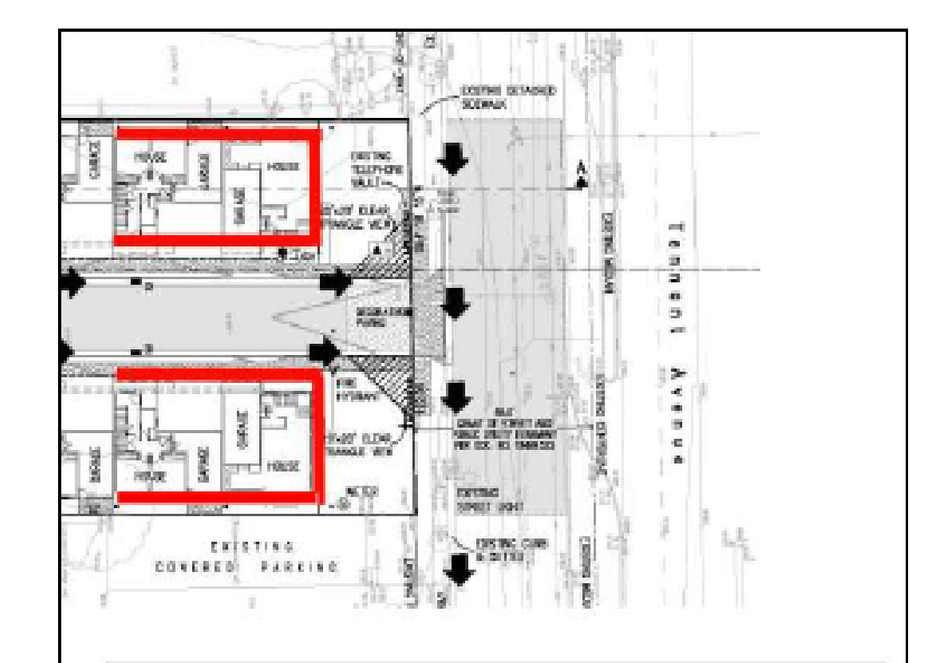

FIGURE 3
- Please see Figure 3 for the locations of the noise impacted windows and doors and the recommend STC ratings.